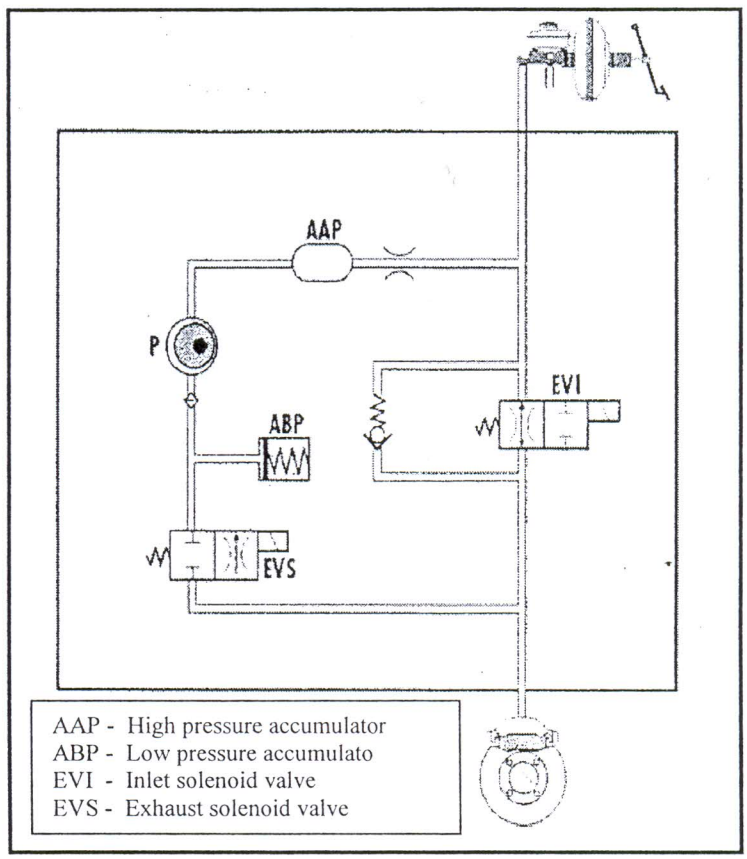

Figure 3: ABS System Layout - Still operation
d) Figure 3 below shows that the system layout of the ABS operation which is in "Still Position".